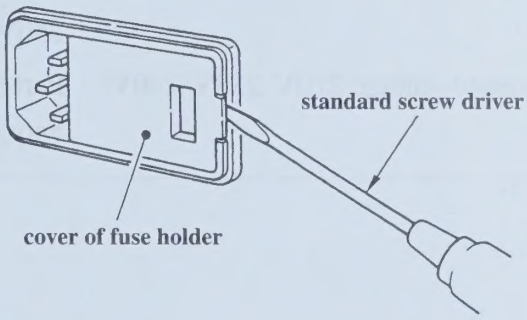

Fig. 3.5.1 Opening the fuse holder cover
(1) Turn OFF the power.
(2) Remove the power cord from the power connector.
(3) Use a standard screwdriver to open the cover on the fuse holder, as shown in Fig. 3.5.1.